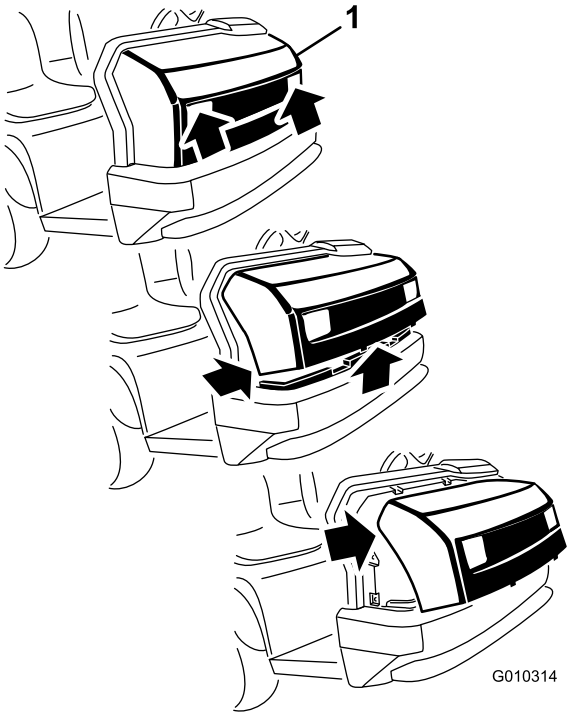

**Figur 37**
1. Mens du har fat i motorhjelmens forlygteåbninger, løfter du op i motorhjelmen for at frigøre de nederste monteringstapper fra stelrillerne (Figur 37).
2. Drej den nederste del af motorhjelmen opad indtil de øverste monteringstapper kan trækkes af stelrillerne (Figur 37).
3. Drej den øverste del af motorhjelmen fremad, og kobl ledningsstikkene af forlygterne (Figur 37).